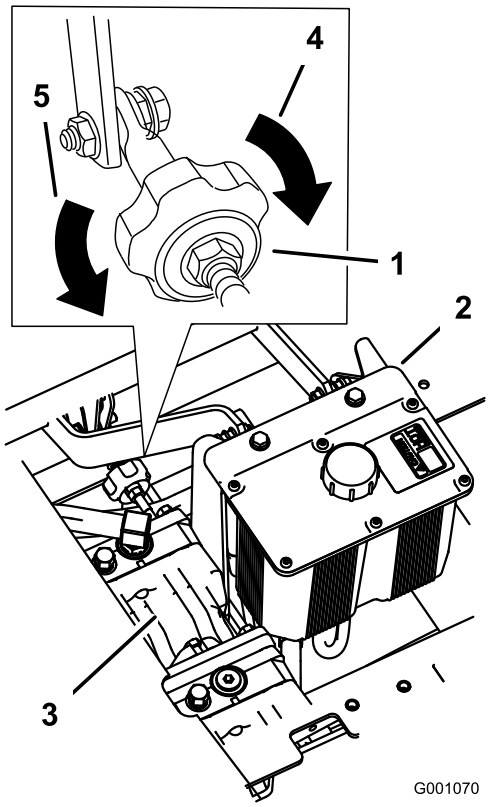

**Figur 71**
2. Juster pumpestangens længde ved at dreje knappen i den rigtige retning, indtil hjulet står stille eller kryber en smule i bakgear (Figur 71).